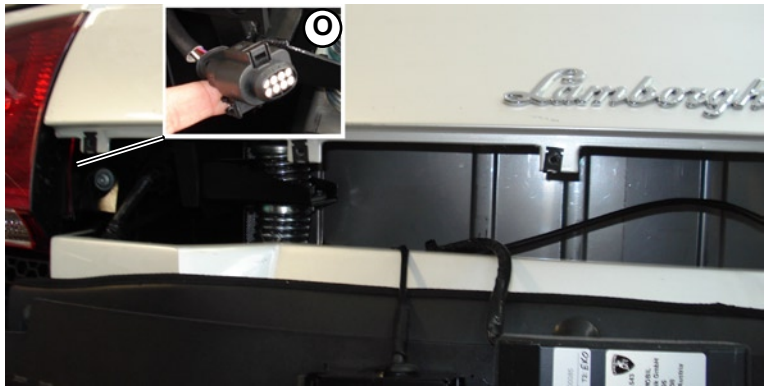

Fig.7
9. Locate the black connector (**O-Fig.7**) that is fixed on a support behind the rear central grid near the left rear lamp.
10. Connect the black connector (**O-Fig.7**) located with the previous operation to the wiring harness of the camera module.